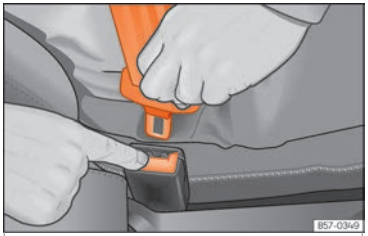

Abb. 15 Schlosszunge vom Gurtschloss lösen.
- Rote Taste im Gurtschloss drücken ››› **Abb. 15**. Die Schlosszunge springt heraus.